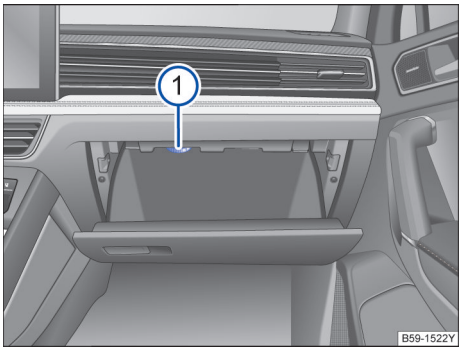

图 185 在仪表板内：副驾驶员侧的储物盒已打开
配备有出风口的储物盒→ 图 185①，当空调制冷设备打开时冷风可通过此出风口吹入储物盒内。可根据实际需求转动此出风口，调节出风口大小或关闭出风口。